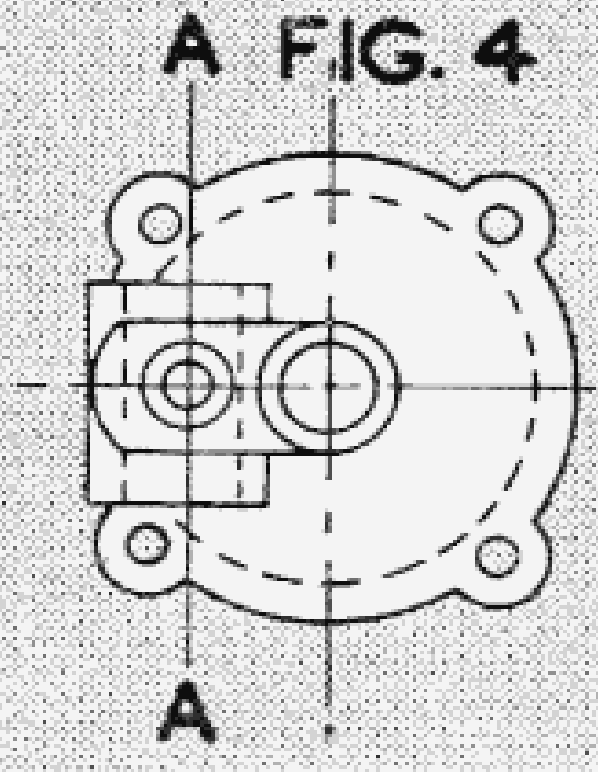
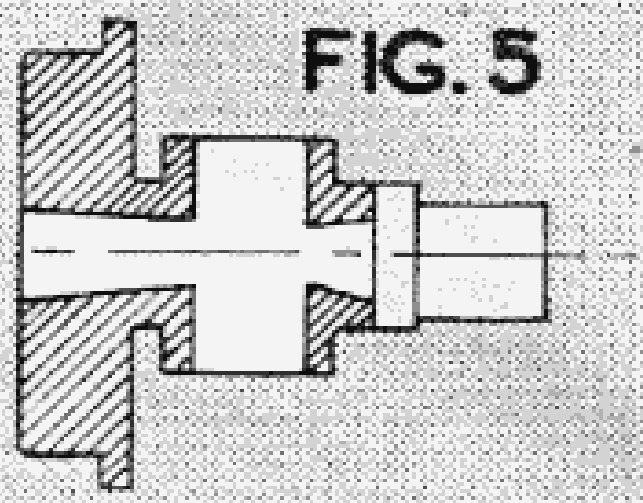
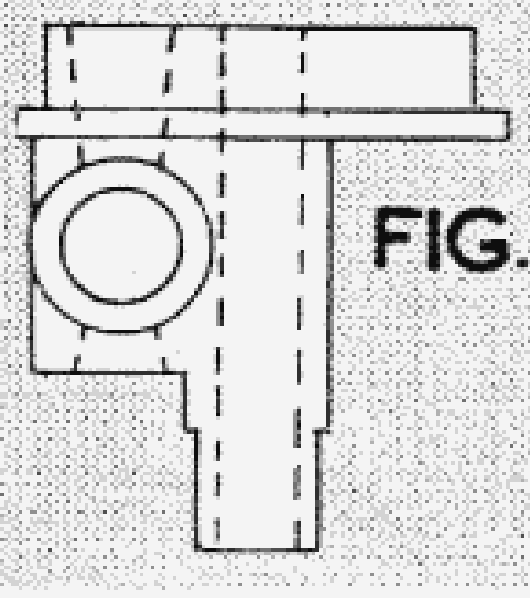

FIG. 5
FIG. 3
FIG. 6
Before referring to these, we may again glance at my sketch in Fig. 2, which shows how the carburetter casting and the shaft-housing are integral with the rear cover of the crankcase. This sketch does, in fact, depict the manner in which the carburetter and petrol tank are attached to the engine, while Fig. 3 gives details of the casting. This is a plan view of the component, viewed as if looking from the top of the engine. Fig. 4 is the end view of the casting, where it will be noted that the carburetter portion has two circular lugs on the top and bottom. The matter is amplified by the drawing (Fig. 5) of a section taken on a line (A), (A). Here, it will be seen that the hole for the inlet valve in the crankcase back has been continued to form a venturi-shaped opening for the air intake of the carburetter, while a vertical hole provides a housing for the body of the carburetter itself.
This brings us to the actual carburetter assembly as shown in Fig. 6. The portion marked (1) is, of course, the section of the main housing shown in Fig. 5. In this drawing (Fig. 6) is shown, however, the body of the carburetter held in the housing. The body is marked (4). It consists of a plain, cylindrical turning, with a small collar turned near one end. The arrow leading from the figure (4) is actually pointing to this collar. The top part of the body is threaded for a short distance, while the remainder is made a push fit in the housing. The body is also drilled along its length, and the top portion of this hole threaded to take the adjusting needle. Into the lower bore is pushed a small length of brass tubing, into the top of which is soldered the jet. This tubing is marked (6).